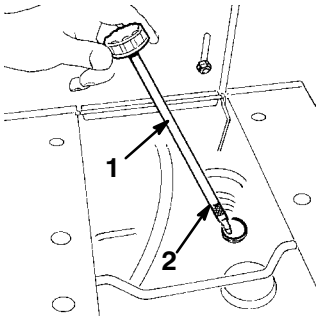

Bild 12
2. Reinigen Sie den Bereich um den Ölpeilstab herum (Bild 12), damit kein Schmutz in den Einfüllstutzen gelangen und so den Motor beschädigen kann.
3. Schrauben Sie den Ölpeilstab los und wischen das Metallende ab (Bild 12).
5. Schrauben Sie den Peilstab heraus und gießen ca. 80% der angegebenen Ölmenge langsam in das Einfüllrohr hinein (Bild 12). Kontrollieren Sie den Ölstand; siehe Prüfen des Ölstands, Seite 24, Schritte 3 – 4.